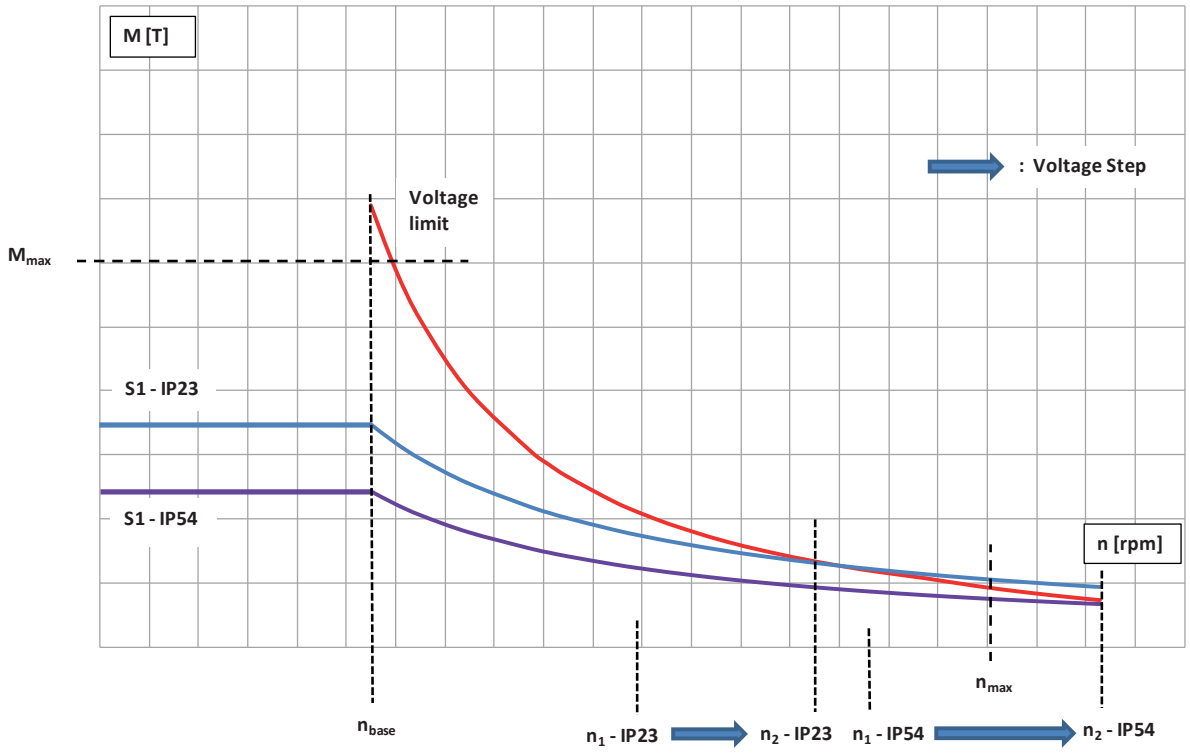

Fig. C.06.1
Nella Fig C.06.1 possiamo vedere un esempio di abbinamento della regolazione descritta per arrivare a n_2 con un ulteriore utilizzo del motore in potenza decrescente: **è possibile ottenere un range di utilizzo del motore a velocità variabile molto esteso**, come si vede per il caso del motore IP23, con il range di utilizzo da n_{base} a n_{max} che arriva a circa 3 volte, con la potenza ancora pari al 67% di quella nominale (circa il doppio rispetto a n_1/n_{base} che è circa 1.6 volte).
*In Figure C.06.1 we can see an example of a combination of regulation described to get to n_2 with a further use of the motor in decreasing power: **it is possible to use of the motor in a very extended variable speed range**, as seen in the case of IP23 motor, with the range of use from n_{base} to n_{max} that comes to about 3 times, the power is still equal to 67% of the nominal, (about twice as large as the range n_1/n_{base} of about 1.6 times).*